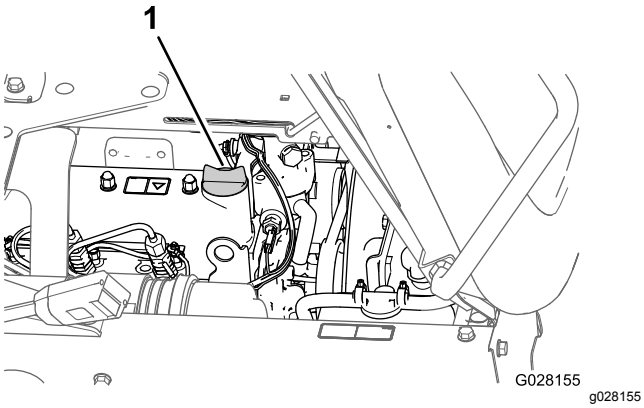

Figuur 70
3. Als het oliepeil te laag is, moet u de vuldop losmaken van het klepdeksel (Figuur 70) en olie in de vulbuis gieten totdat het peil de Vol-markering op de peilstok bereikt.